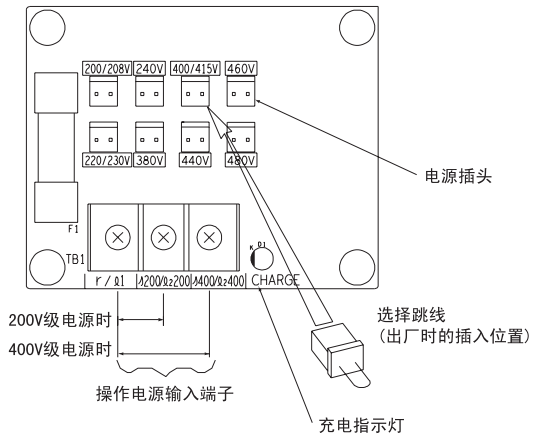

图 4.2 电源电压选择跳线
4. 请在向变频器供给的电源电压的相应位置（参照图 4.2 ）插入跳线。